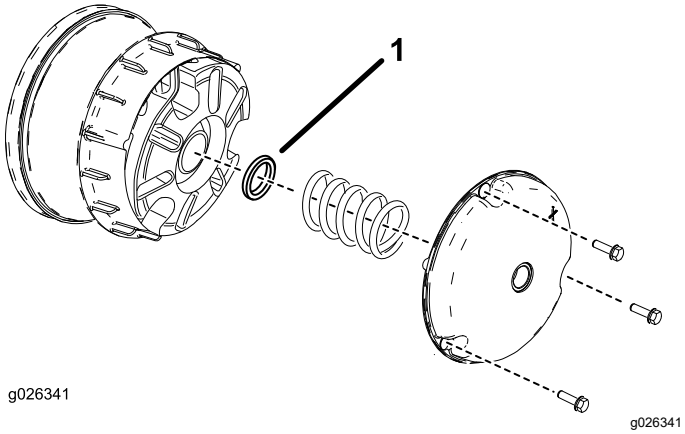

Figur 65
2. Ta bort skruvarna som fäster den primära kopplingskåpan enligt Figur 65.